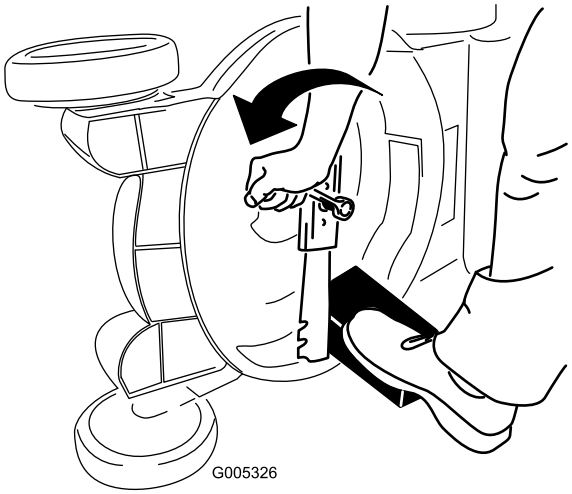

Figuur 48
3. Gebruik een blok hout om het mes stil te houden (Figuur 48).
4. Verwijder het mes en bewaar alle bevestigingselementen (Figuur 48).